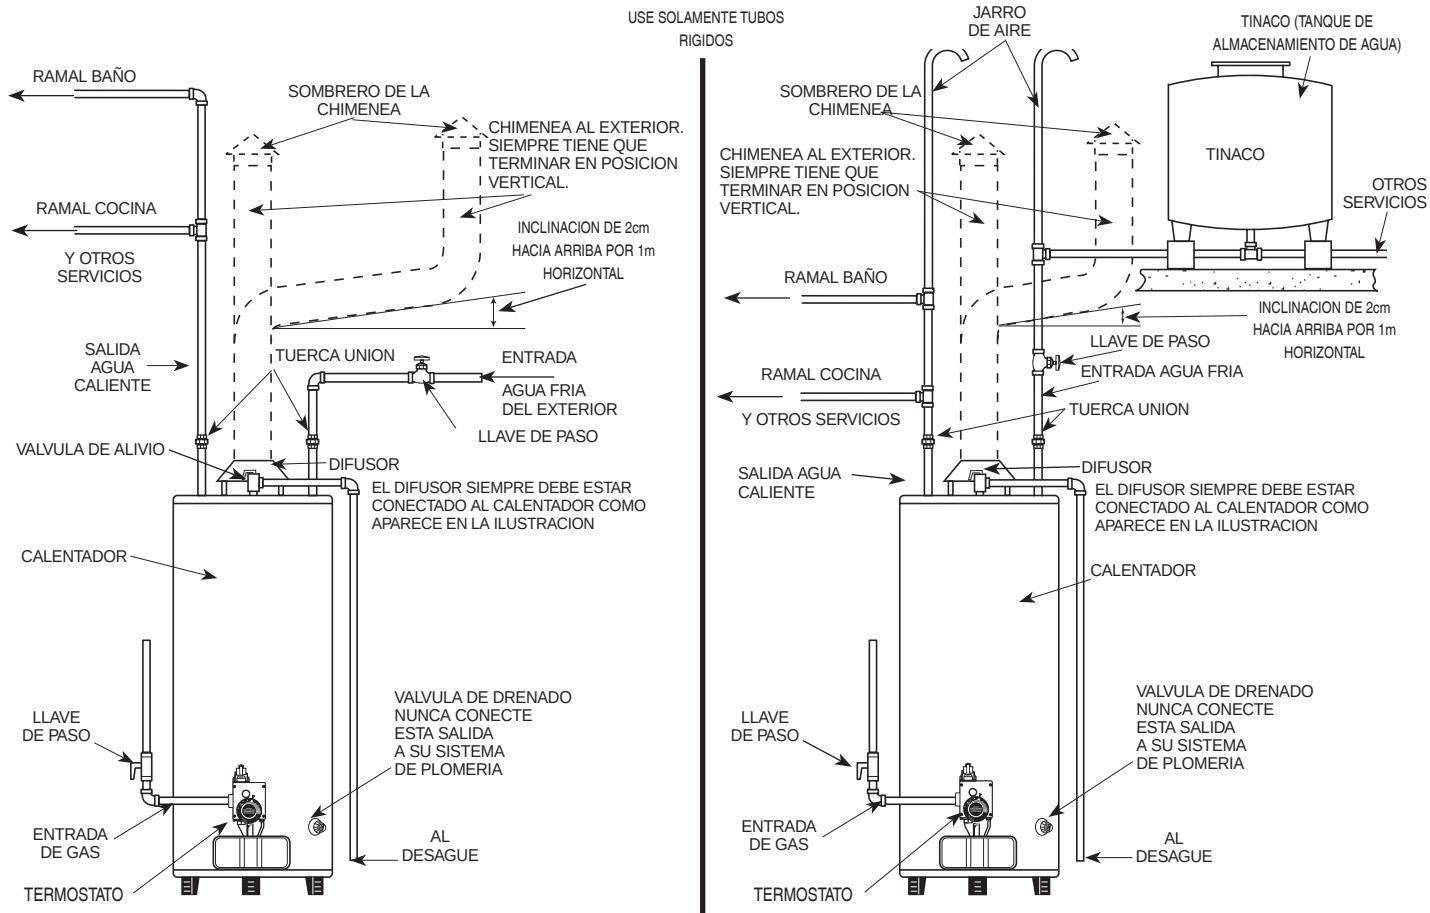

Figura 4. — Instalaciones típicas en un sistema cerrado y abierto
2. CONEXIONES DEL SUMINISTRO DE AGUA — Refiérase a la Figura 4 para verificar la instalación típica que se recomienda. Se recomienda la instalación de uniones o de conectores de cobre flexible en las tuberías de agua CALIENTE y FRIA, de modo que el calentador de agua se pueda desconectar fácilmente para darle mantenimiento, si es necesario. Las conexiones de agua CALIENTE y FRIA están marcadas claramente.
Sistema Cerrado para Alimentación de Agua al Calentador : (Ver Figura 4.) Se debe instalar en la salida de agua caliente una válvula de alivio calibrada a lo que especifique el fabricante del calentador. En el sistema cerrado, las bombas o el equipo hidroneumático mantienen la presión alta dentro de las tuberías del sistema. Por razones de seguridad se tiene que instalar una válvula de alivio de hasta 10,5 kg/cm^2 (150 psi) de presión en el sistema para evitar las presiones excesivas. Si se usa una combinación de temperatura y válvula de alivio la capacidad de BTUH de la válvula de alivio debe ser igual o exceder la entrada de BTUH del calentador de agua tal como aparece en la placa de clasificación.
Sistema Abierto (por medio de tinaco) para Alimentacón de Agua al Calentador: (Ver Figura 4.) Se debe instalar en la salida de agua caliente un jarro de aire. En el sistema abierto, el agua se guarda en un estanque elevado y se entrega por gravedad.